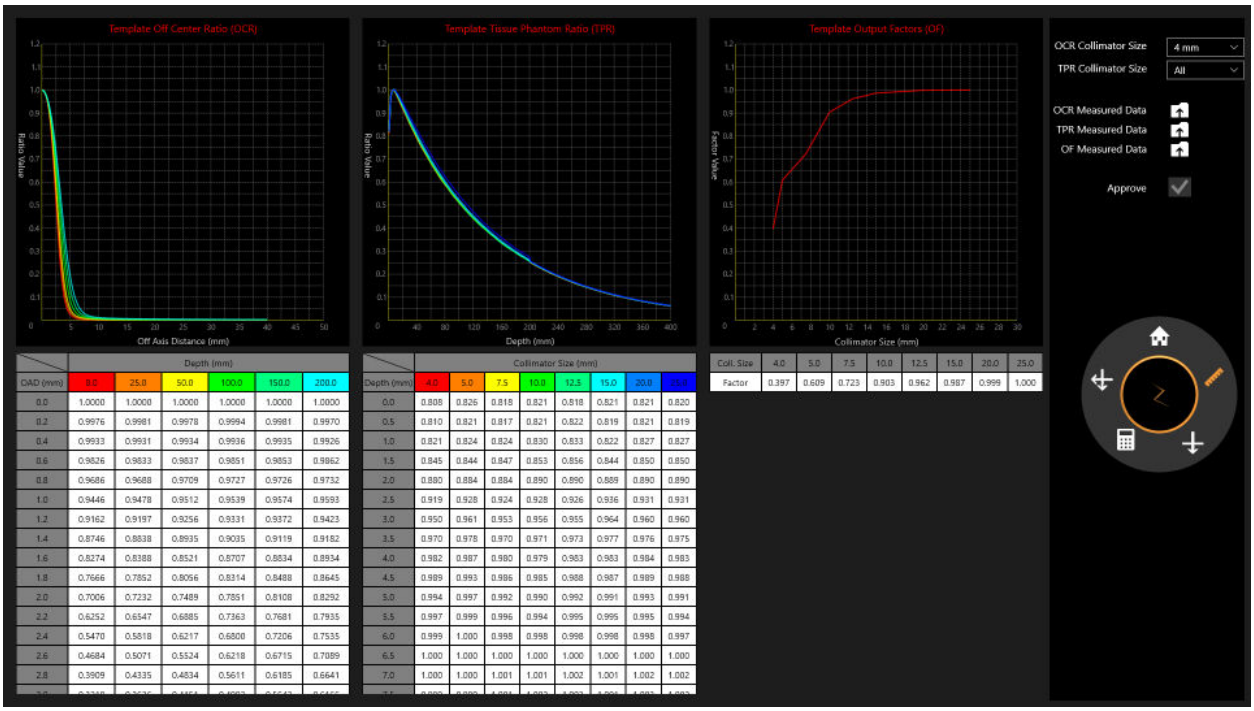

Abbildung 10.6: Überprüfung der gemessenen Strahldaten
4. Überprüfen Sie alle Kollimatoren und die entsprechenden Daten (siehe Abbildung 10.6).